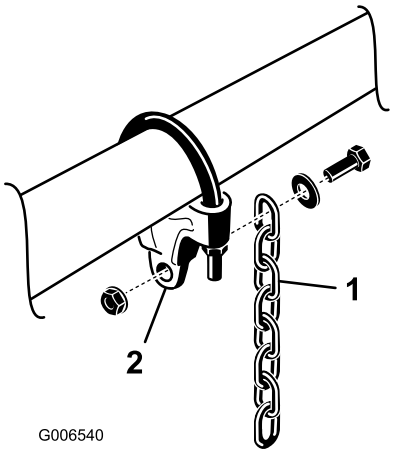

Figura 13
5. Monte uma corrente de elevação em cada suporte da corrente com um parafuso, uma anilha e uma porca, posicionando conforme indicado em Figura 13